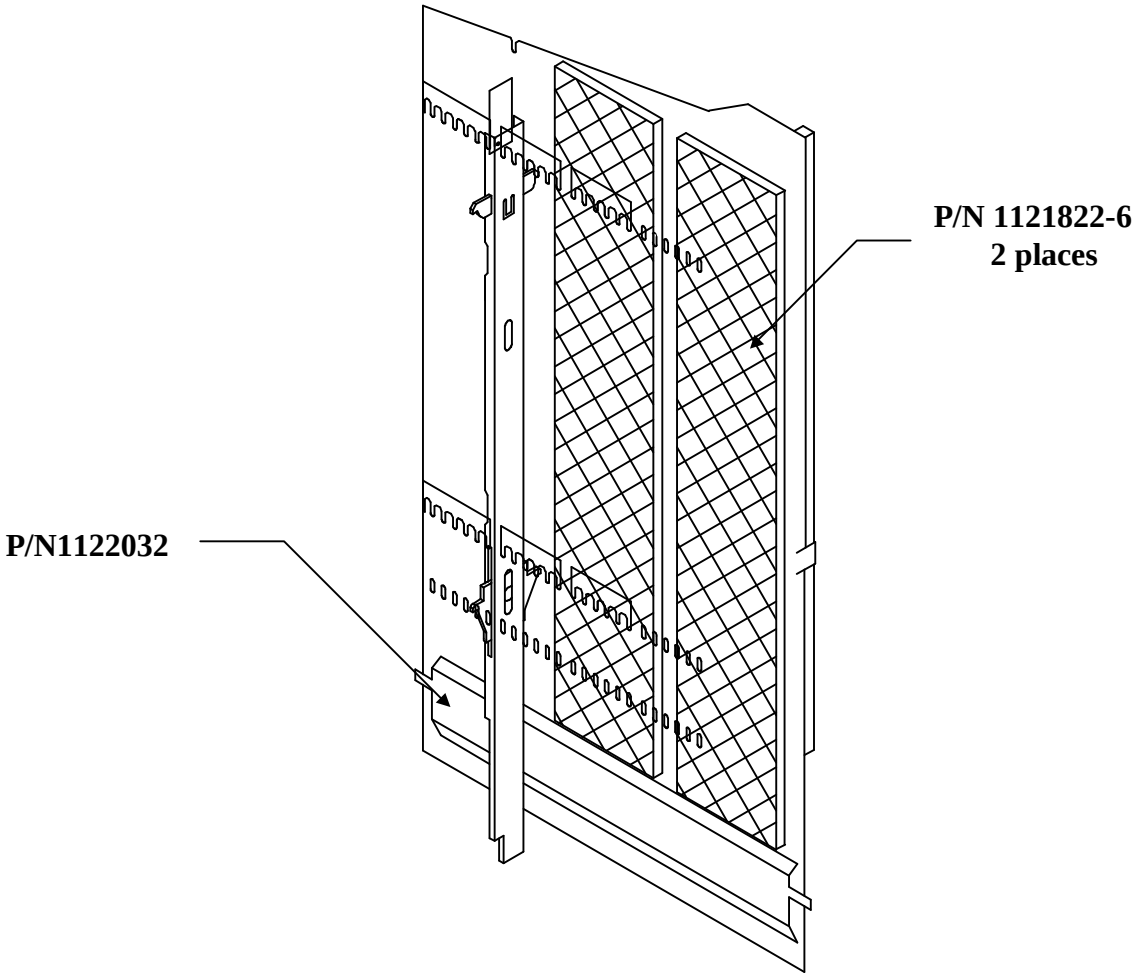

Figure 1
***Install magnetic column spacers into right side of partition above product side spacer (See Figure 1 for installation detail)**
Installation (see Figure 1)
Locate pads as shown in Figure 1 above the .27 product side spacer (P/N1078856).